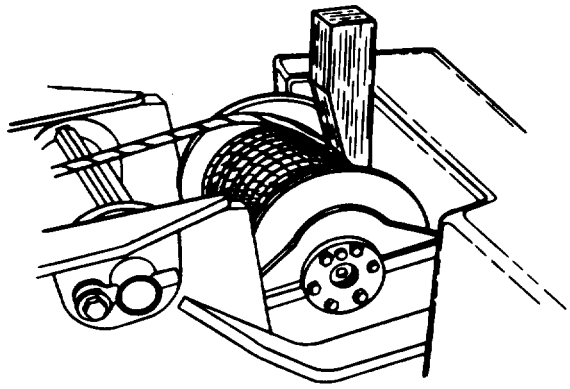

Figure 5-6. *Wedge Block in Winch Drum*
2. Start engine. Lower hook block to ground. Pay out a loop of cable approximately 18 ft (5.49 m) from winch to reach up to sheave clevis at top of lift arm (16, Figure 5-36). Using wedge block, wedge cable to prevent cable unspooling (Figure 5-6).